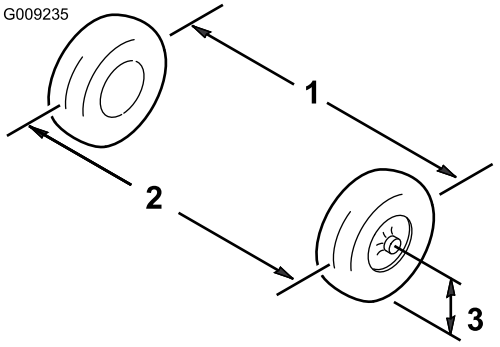

Figura 43
6. Misurate la distanza tra i pneumatici anteriori all'altezza dell'assale, davanti e dietro le ruote (Figura 43).